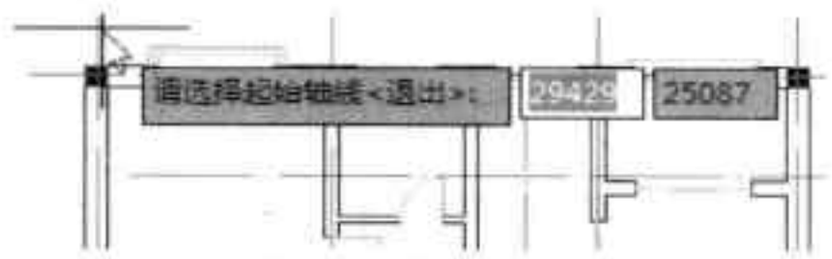

图17-70 捕捉起始轴线
Step 02 在绘图区域中，捕捉起始轴线，如图 17-70 所示。